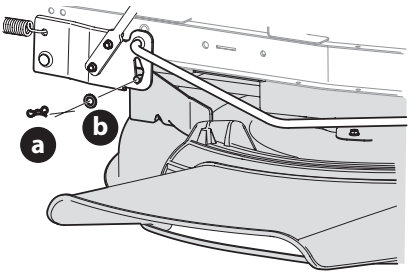

Figura 17
3. Extraiga el pasador de chaveta (a) con unión curva y la arandela plana (b) del conjunto de elevación de la plataforma y guárdelo para volver a colocarlo posteriormente (Figura 17).